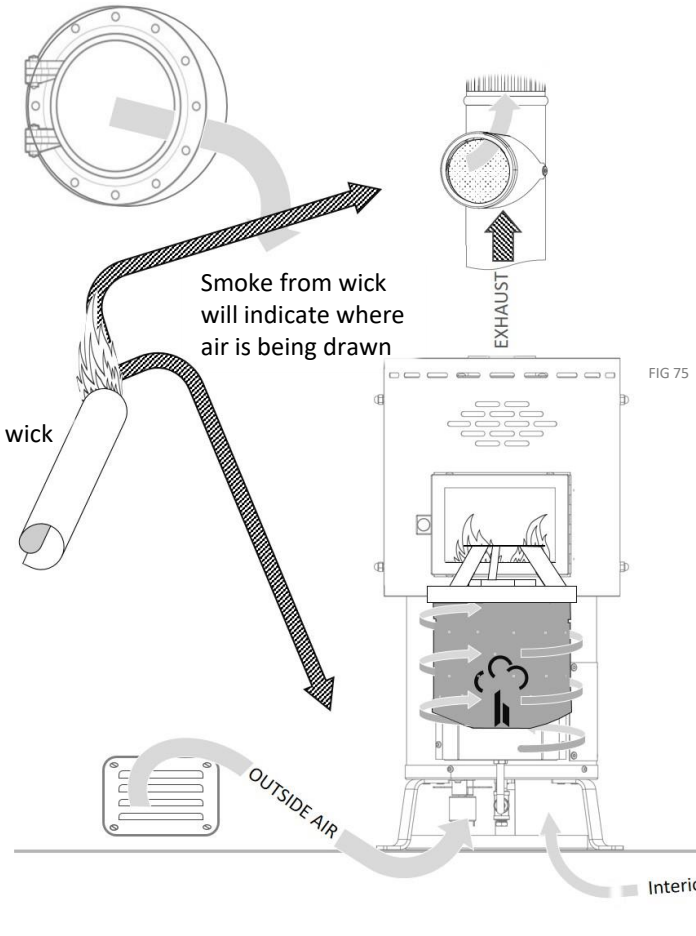

FIG 75
- *Test the cabin for positive pressure* *(see page 40, fig 75 for draft test)*